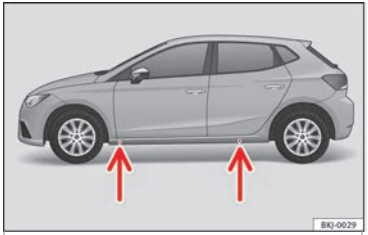

Fig. 68 Jack position points.
- Find the support point on the strut (sunken area) closest to the wheel to be changed ››› **Fig. 68**.